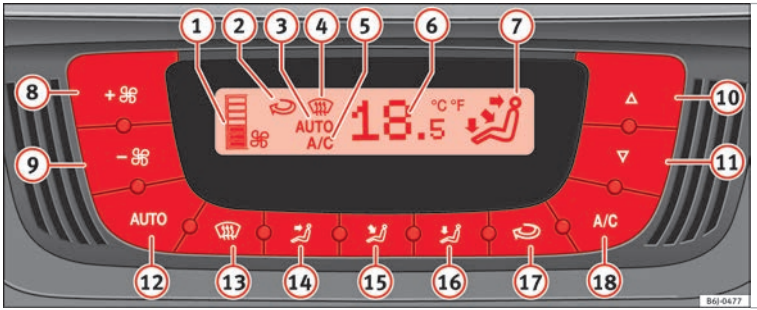

Fig. 130 Climatronic controls on the dash panel.
– Press the AUTO button. It displays the indication ››› **Fig. 130** (3).
– Press keys ››› **Fig. 130** (10) and (11) to adjust the desired temperature inside the vehicle. We recommend +22 °C (+72 °F). »
– Press one of the buttons ››› **Fig. 130** (14) to (16) or press the blower control (8) and (9). The indicator is switched off (3).
The blower can be adjusted using buttons ››› **Fig. 130** (8) and (9). If the blower is off (level (1) is not shown on the screen) and button (9) is pressed after 1 second, the Climatronic switches off.
– Press the button [↻] to switch air recirculation mode on or off. This is ON if the symbol ↻ ››› **Fig. 130** is displayed on the screen.